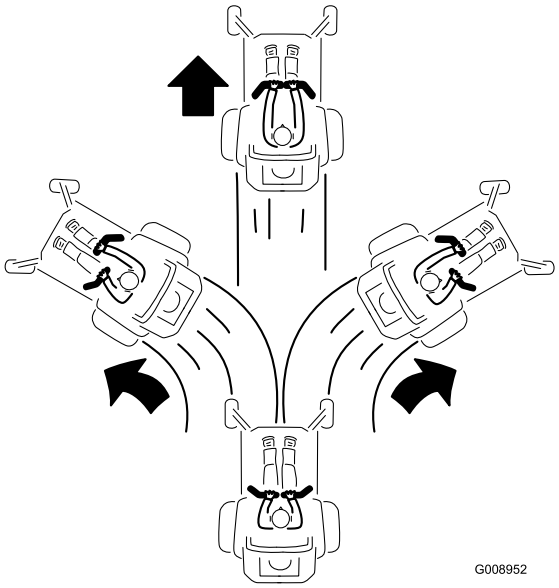

Figura 14
2. Para andar para frente empurre as alavancas de controlo do movimento para a frente (Figura 14).
Para andar direito, aplique pressão igual em ambas as alavancas de controlo do movimento (Figura 14).
Para curvar, liberte a pressão da alavanca de controlo de movimento virada para a direção para a qual quer virar (Figura 14).